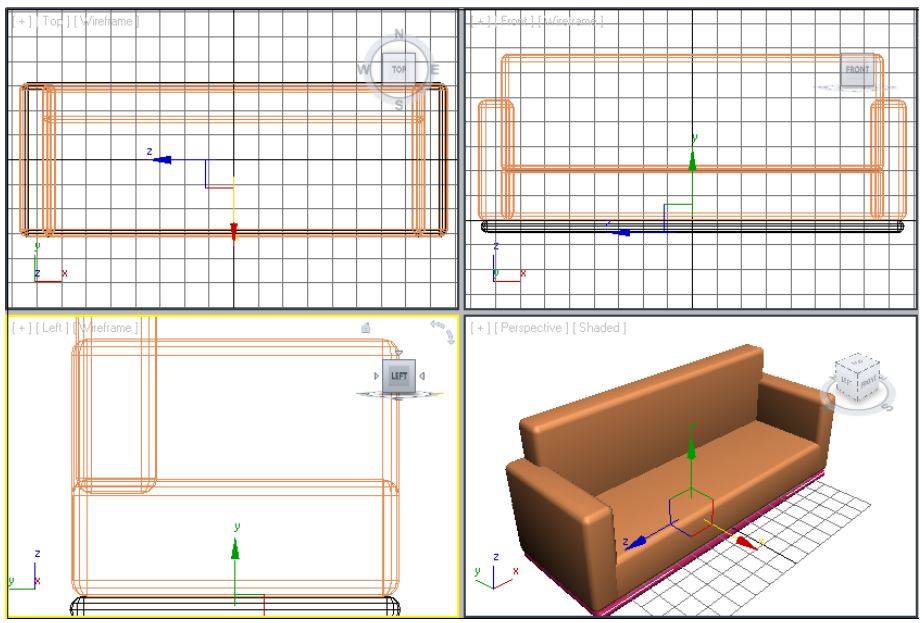

Figure 3-33 *The base of the couch in all viewports*
2. Choose the **Create** button; another chamfer box is created, as shown in Figure 3-33.